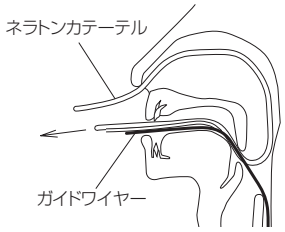
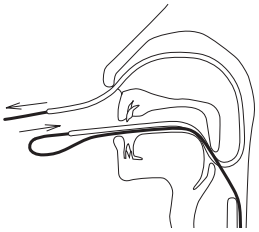
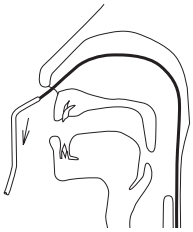

図16
図17
図18
3. ネラトンカテーテルの表面にイレウスチューブ挿入用薬剤を塗布し、鼻腔よりネラトンカテーテルを挿入し、口腔より引き出す（**図16**）。ネラトンカテーテル内に潤滑液を注入し、そのネラトンカテーテルの口腔側のガイドワイヤーを挿入して鼻腔より引き出す（**図17**）。ガイドワイヤーを引き出した後、ネラトンカテーテルを鼻腔より抜去する（**図18**）。